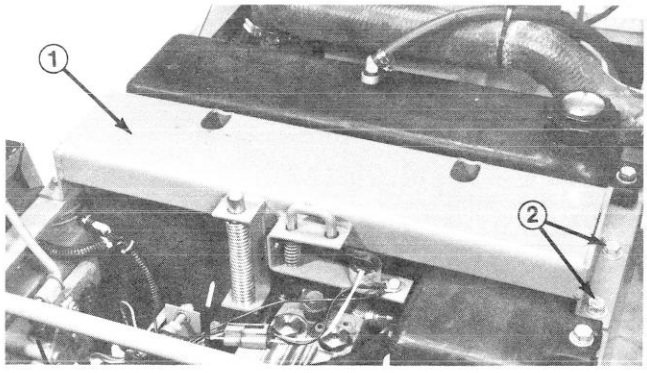

Figure 2
D. Unplug seat switch. Remove capscrews, lockwashers and flatwashers securing seat support to top of frame (Fig. 2). Set seat support aside.